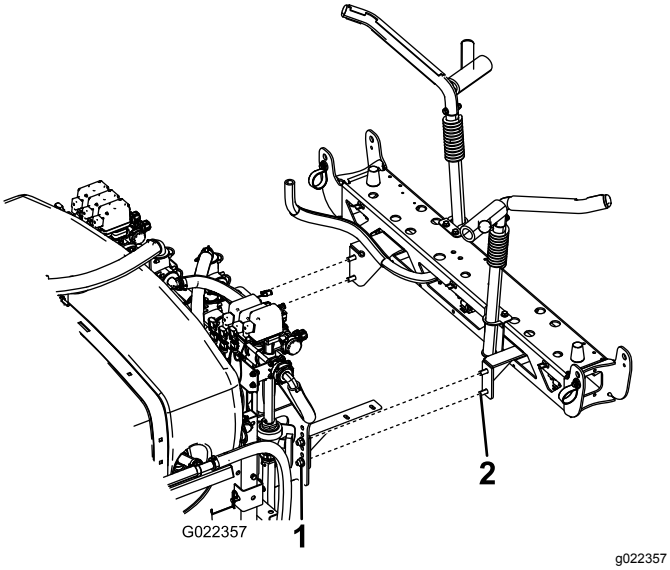

Figuur 19
2. Monteer de middelste spuitboom in het derde gat vanaf de onderzijde van de beugels op het spuitsysteem (zie Figuur 19). Gebruik 4 bouten (½" x 1¼") en 4 borgmoeren (½").